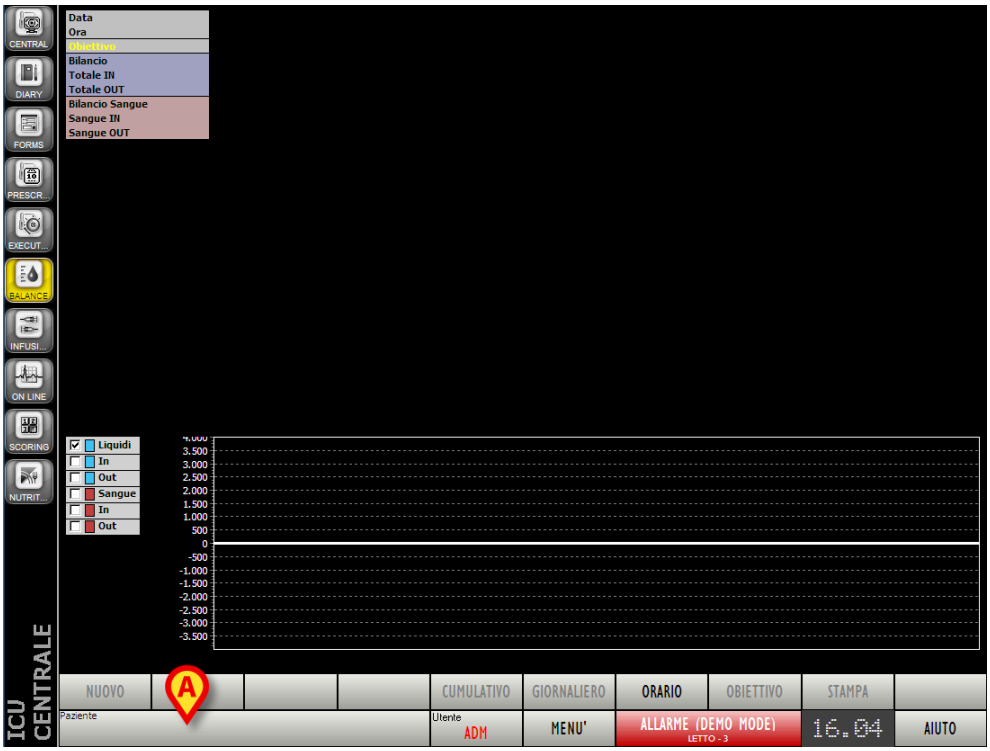

Fig 53 - No patient selected
If no patient is selected the screen shown in Fig 53 is displayed. No data is displayed on the screen shown in Fig 53. When a patient is selected the screen displays the selected patient's data.
- click the **Patient** button on the Control Bar (Fig 53 **A**).